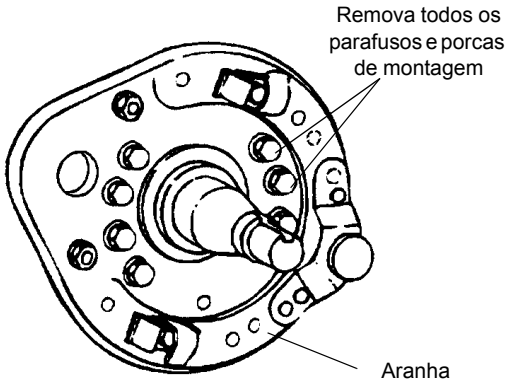

FIGURA 8-20
17. Remova as porcas e os parafusos de fixação da aranha no eixo e remova a aranha (consulte a Figura 8-20).